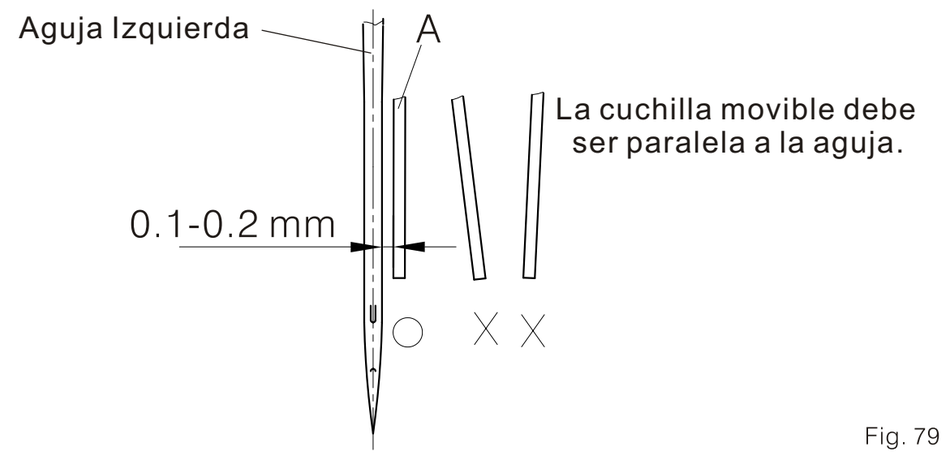

Fig. 79
3. La cuchilla movible A debe ser paralela a la aguja y mantener una distancia de 0.1-0.2 mm con la misma. (Fig. 79)